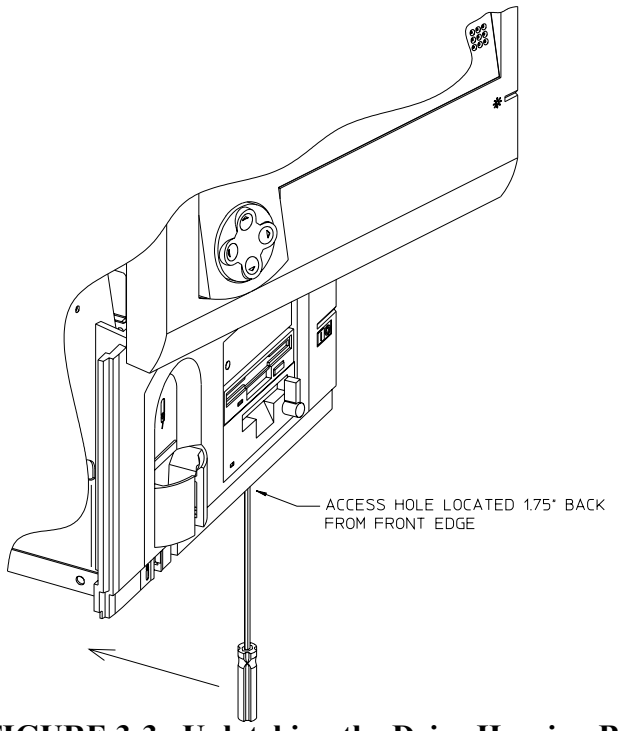

FIGURE 3-3. Unlatching the Drive Housing Bezel
a) From below the instrument, insert a small diameter tool (such as a hex ball driver — preferably with handle) ***straight up*** through the small hole located in the bottom of the instrument, approximately 1.75" back from the front edge of the bezel (Figure 3-3). Insert the tool until it touches the plastic tab securing the bottom edge of the bezel.
To unlatch the bezel, push the tip of the tool against the latch as you move the handle of the tool rearward (Figure 3-3).